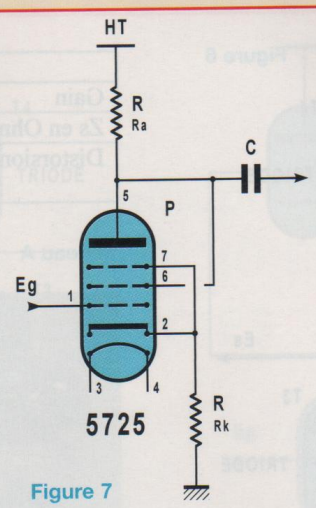
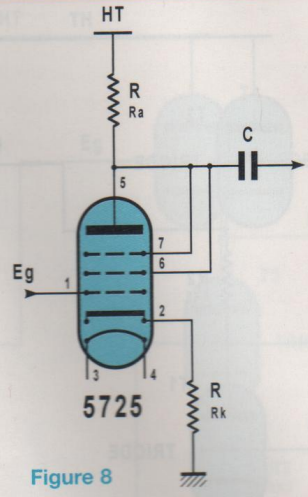
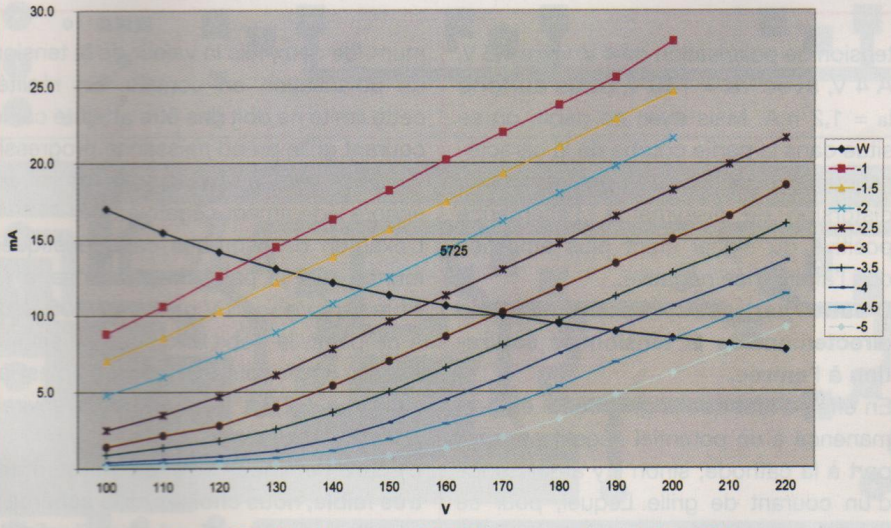

Figure 7
Figure 8
Figure 10 : Courbes caractéristiques montage 1 (A + G2)
**Montage 1 (figure 7)**
**Montage 2 (figure 8)**
C'est-à-dire le schéma 1 correspondant à la figure 7 et à la courbe de la figure 10, ou le schéma 2 correspondant à la figure 8 et à la courbe 9.
**D'une part, parce que de cette tension dépend directement le courant « Ia ».** L'examen des courbes caractéristiques (figures 10 et 11) montre que le courant « Ia » varie de façon importante avec la tension, ceci en fonction de la pente du tube qui est donnée en mA/V.
Sur la figure 10, on constate que toute augmentation de la tension de polarisation de 1 V amène une augmentation de « Ia » de 5,8 mA.